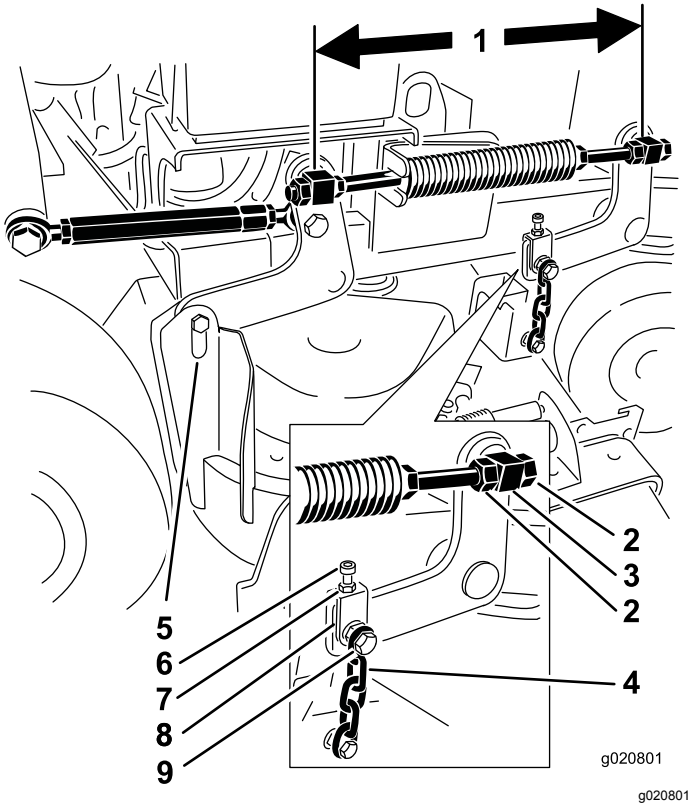

Figur 81
1. Kontroller afstanden mellem drejeleddene ved at måle fra drejeleddenes midte (længden fra midte til midte) på hver gevindstang (Figur 81).
2. Løsn kontramøtrikkerne på det **forreste** drejeled (Figur 81).
4. Tilspænd kontramøtrikkerne på det **forreste** drejeled (Figur 81).
4. Løsn kontramøtrikkerne på de forreste drejeled i højre og venstre side (Figur 81).
6. Tilspænd kontramøtrikkerne på de forreste drejeled i højre og venstre side (Figur 81).
4. Løsn kontramøtrikkerne på det forreste drejeled i venstre side (Figur 81).
6. Tilspænd kontramøtrikkerne på det forreste drejeled i venstre side (Figur 81).
5. Løsn de øvre kædebolte (Figur 81).
6. Løsn kontramøtrikkerne på hver gaffel (Figur 81).
8. Tilspænd kontramøtrikkerne og de øvre kædebolte (Figur 81).